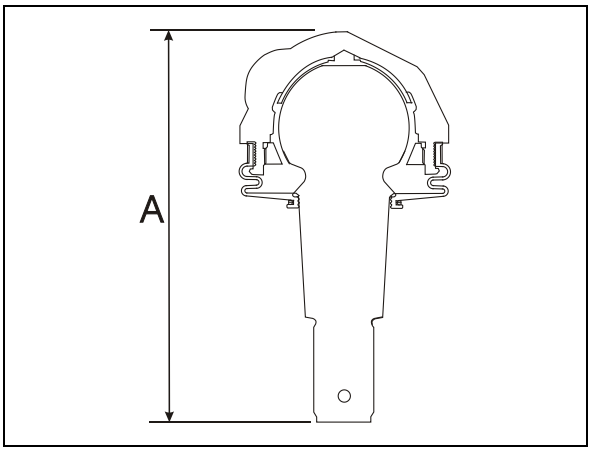

FIGURE 32: UPPER A-ARM BALL JOINT 16116
2. Using a caliper, measure dimension “A” on Figure 32.